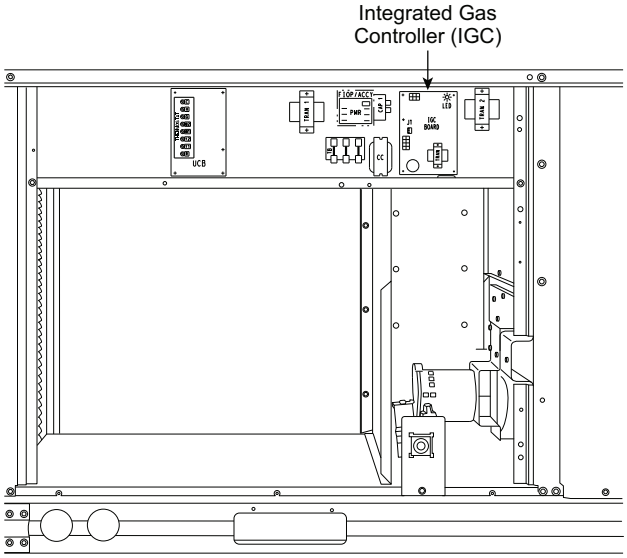
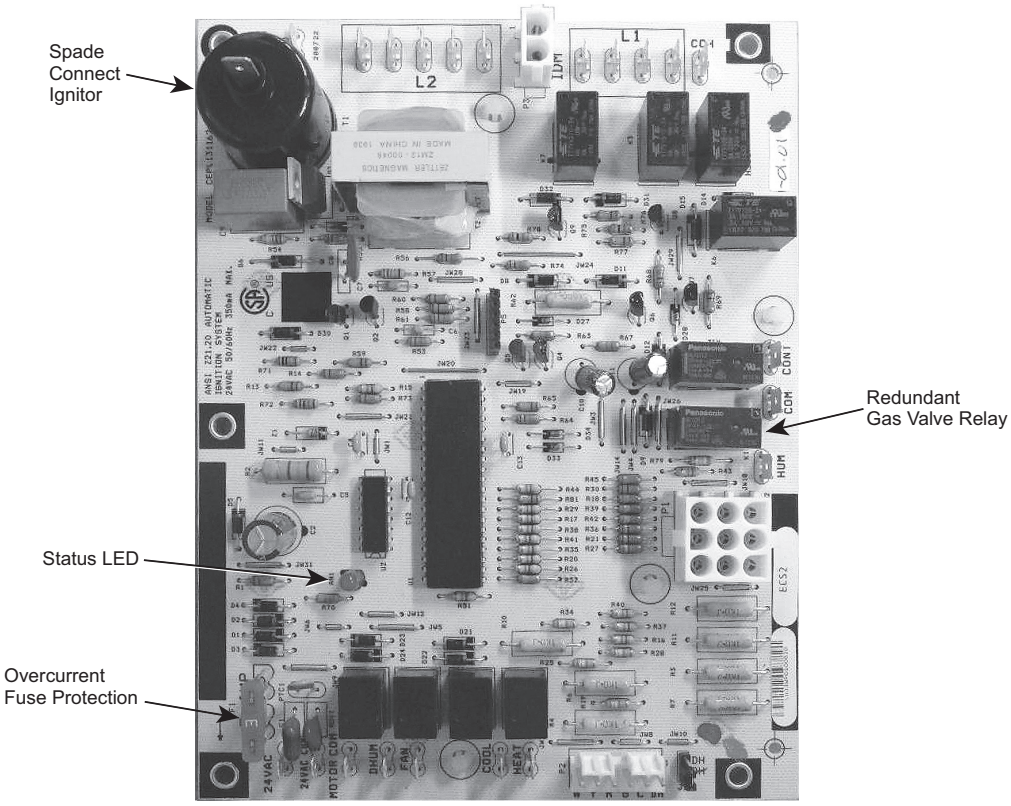

Fig. 45 — Unit Control Box/IGC Location
Fig. 49 — Integrated Gas Control (IGC) Board
8. Remove igniter wires and sensor wires at the Integrated Gas Unit Controller (IGC) (see Fig. 45).
Unit is equipped with a direct spark ignition 100% lockout system. The Integrated Gas Unit Controller (IGC) is located in the control box (see Fig. 45). The IGC contains a self-diagnostic LED (light-emitting diode). A single LED on the IGC provides a visual display of operational or sequential problems when the power supply is uninterrupted (see Fig. 49). When a break in power occurs, the IGC will be reset (resulting in a loss of fault history) and the indoor (evaporator) fan ON/OFF times will be reset. The LED error code can be observed through the viewport. During servicing, refer to the label on the control box cover or Table 7 for an explanation of LED error code descriptions.